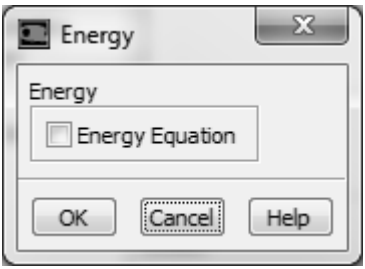

Рис. 40.
4) Отключаем уравнение энергии: Models→Energy→Edit, рис. 40. В нашем случае уравнение энергии решать не требуется. Поэтому нажимаем на Cancel.